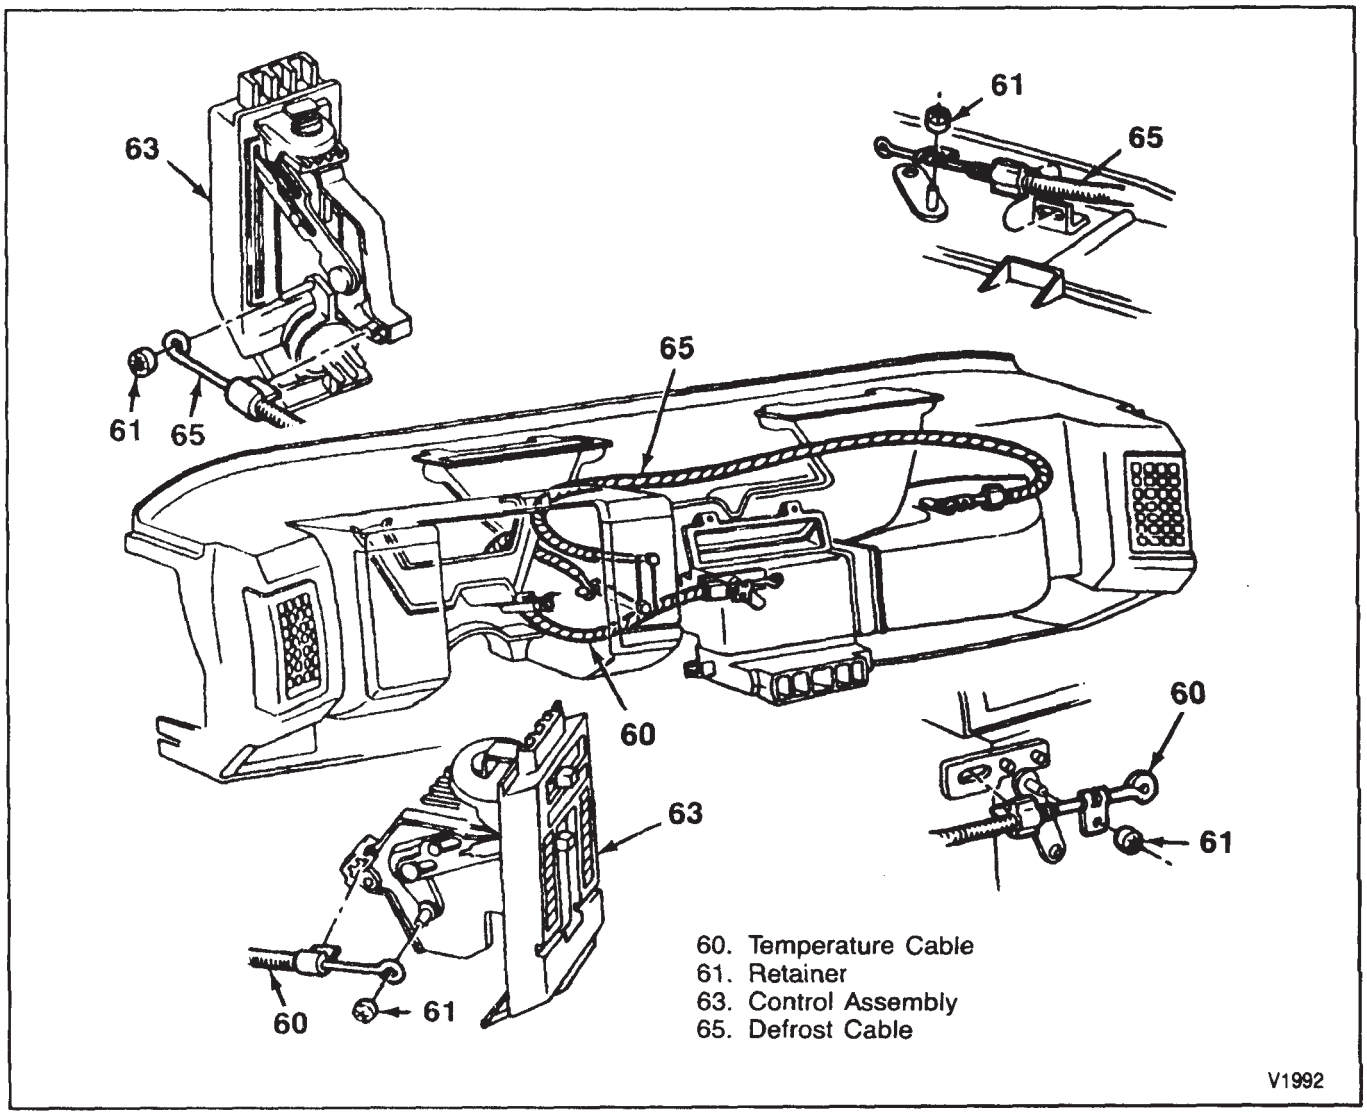

Figure 24—Control Cable
4. Control cables (60 and 65) (figure 24).
2. Control cables (60 and 65) (figure 24).
Adjust (Figure 24)